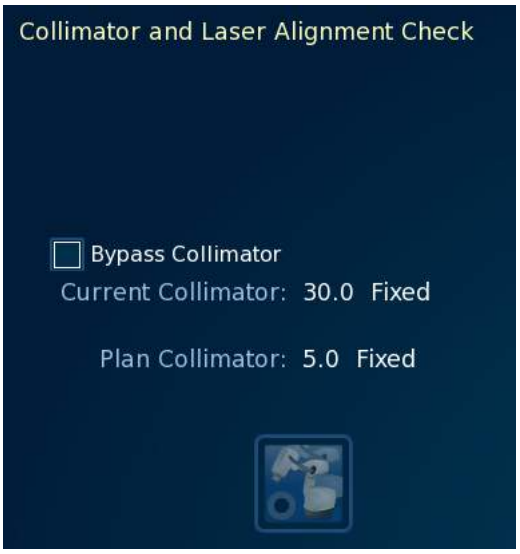

Figura 35 Caixa de seleção Bypass Collimator (Ignorar Colimador) no modo Demonstration (Demonstração)
- Marque a caixa de seleção **Bypass Collimator** (Ignorar Colimador) do painel ***Collimator and Laser Alignment Check*** (Verificação do Alinhamento do Laser e Colimador) da fase **Alignment > Couch** (Alinhamento > Mesa) ou da fase **Readiness** (Preparação) (consulte Figura 35).